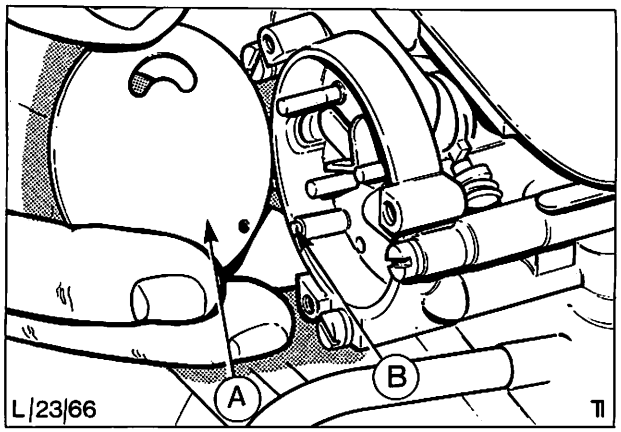

Abb. 128 Anbringen der Abschirmscheibe
9. Abschirmscheibe ansetzen, dabei Bohrung der Scheibe über den Führungsstift am Startautomatik-Gehäuse aufsetzen, Abb. 128.